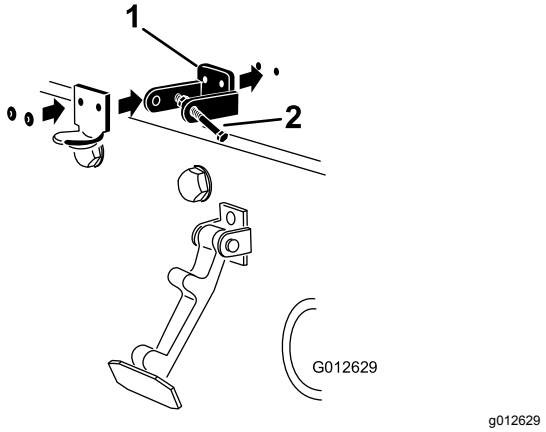

Figuur 4
3. Plaats de beugel van de CE-vergrendeling en de beugel van de motorkapvergrendeling op de motorkap en lijn de montage-openingen uit. De beugel van de vergrendeling moet zich tegen de motorkap aan bevinden (Figuur 4). Verwijder de bout en moer niet van de arm van de vergrendelbeugel.
5. Bevestig de beugels en de ringen met de popnagels aan de motorkap (Figuur 4).